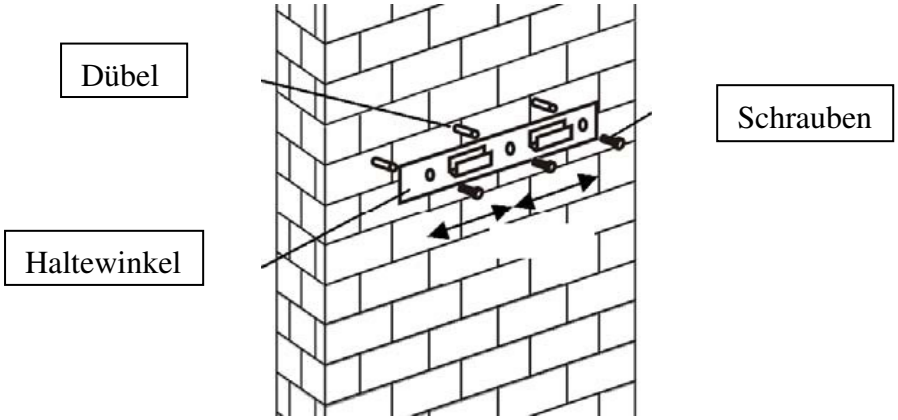

Abb. 2
- Messen Sie die Höhe aus und befestigen Sie den mitgelieferten Haltewinkel der Haube an der Wand mit den ebenfalls mitgelieferte Schrauben und Dübeln. (Abb. 2)